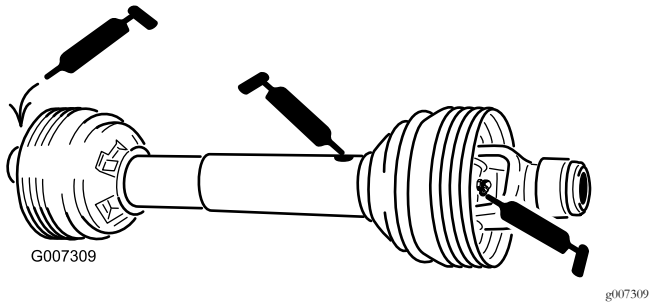

**Figur 28**
Kraftudtagsaksel (3) (Figur 28)